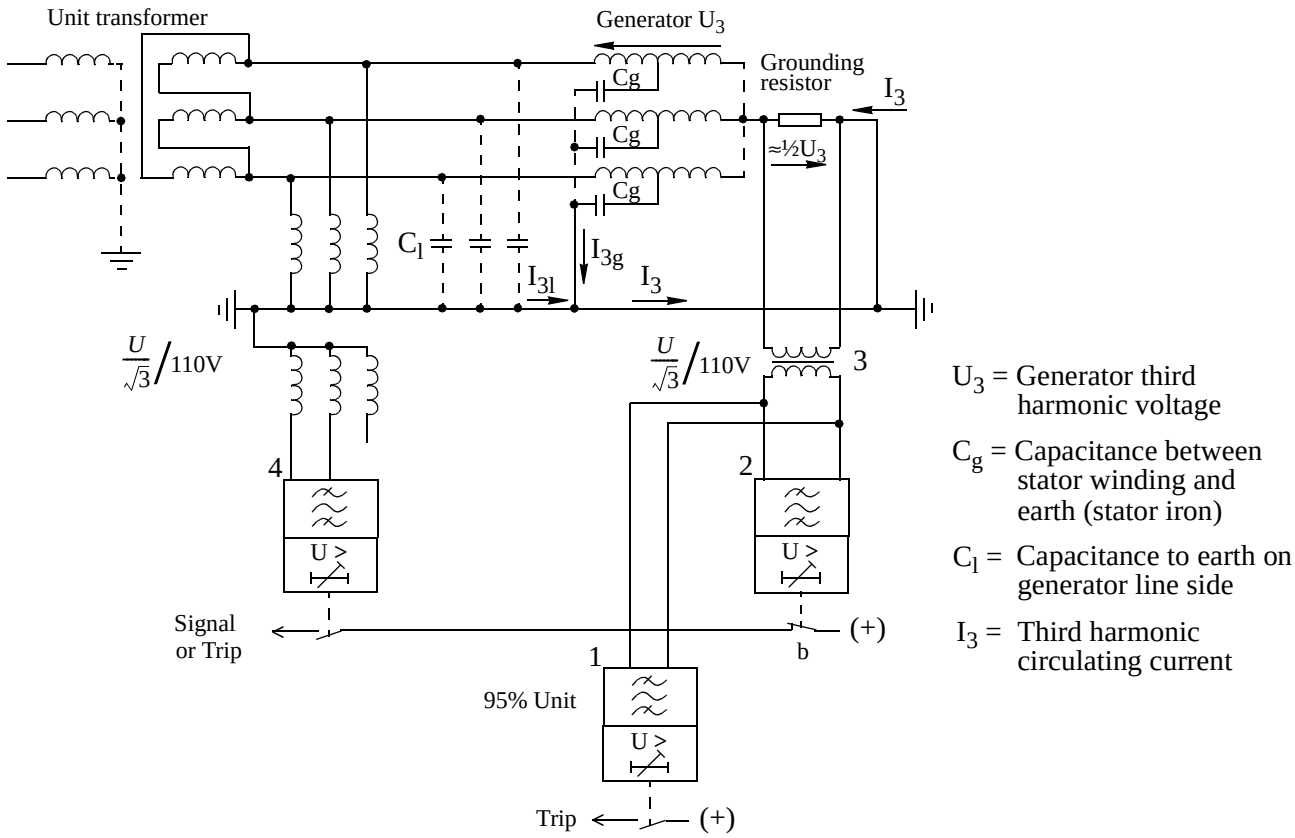

Fig. 3 100 % stator earth-fault relay RAGEK
The principle diagram of the relay is shown in Fig. 3. The 100 % stator earth-fault scheme includes a 95 % relay RXEDK 2H (1), which covers the stator winding from 5 % off the neutral, and a third harmonic voltage measuring relay RXEDK 2H (2), which protects the rest of the stator winding. The third harmonic voltage measuring relay connected to the generator neutral voltage transformer (3), has standard scale range of 0,2 - 24 V, 150 Hz (180 Hz for 60 Hz generators) and is provided with a desensitizing filter, which increases the basic frequency operate voltage by a factor of more than 90 for 50 Hz and more than 50 for 60 Hz voltages.